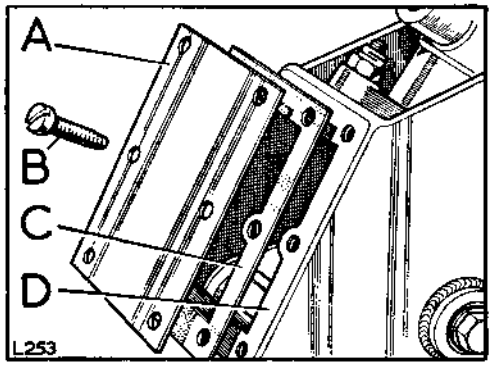

**Fig. H1-60. Top cover for brake pedal bracket**
11. Fit the top cover and gasket to the brake pedal bracket. See Fig. H1-60.